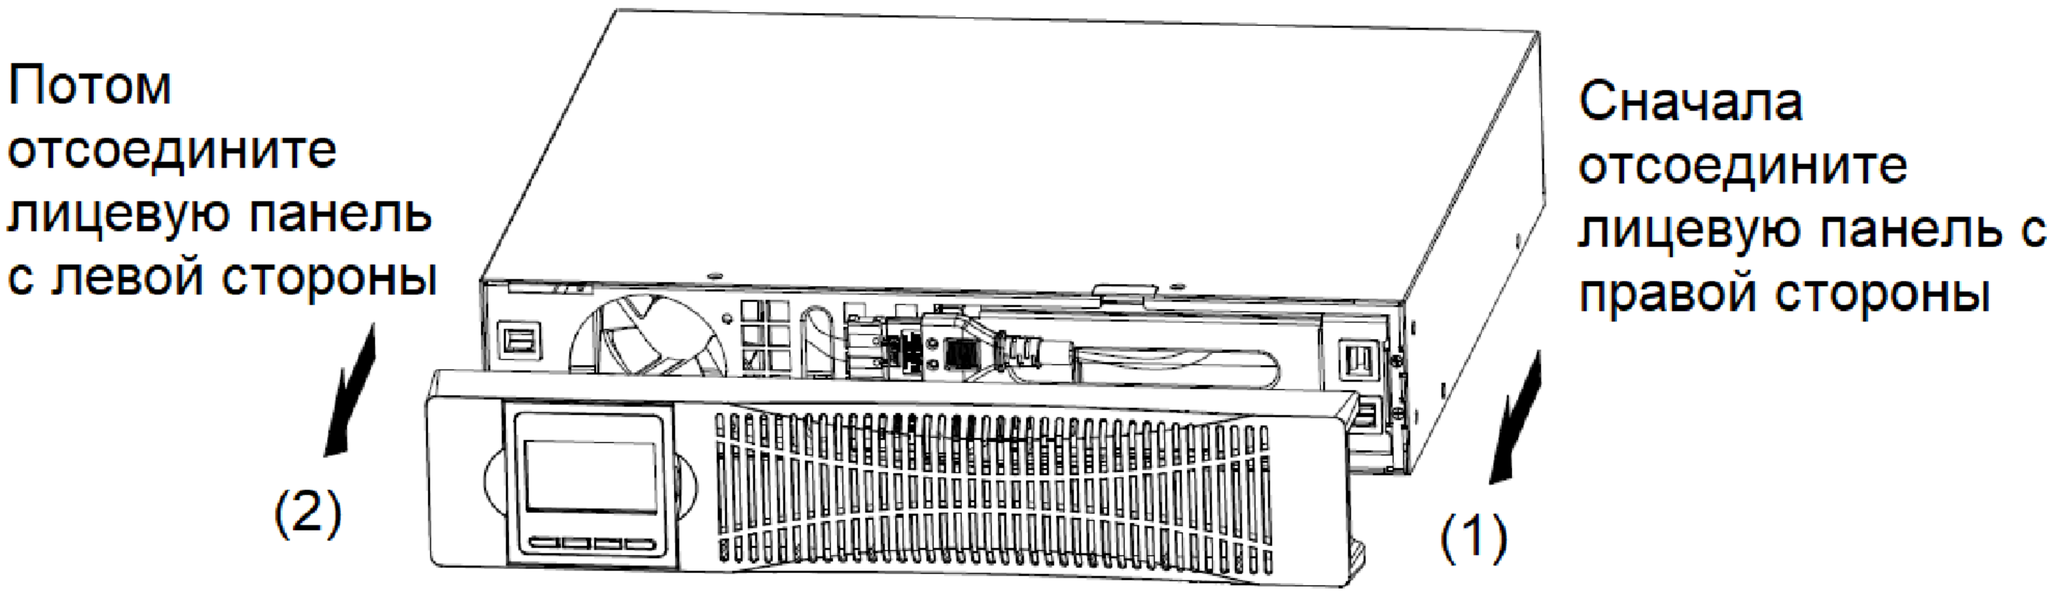

Рис.12 — Снятие передней панели
1) Разъем встроенных аккумуляторов находится под декоративной передней (лицевой) панелью. Для ее снятия необходимо нажать и удерживать левую сторону панели рядом с ЖК-дисплеем, потянуть правую сторону на себя. После отсоединения правой части передней панели, отсоедините ее левую сторону (см. Рис.12).